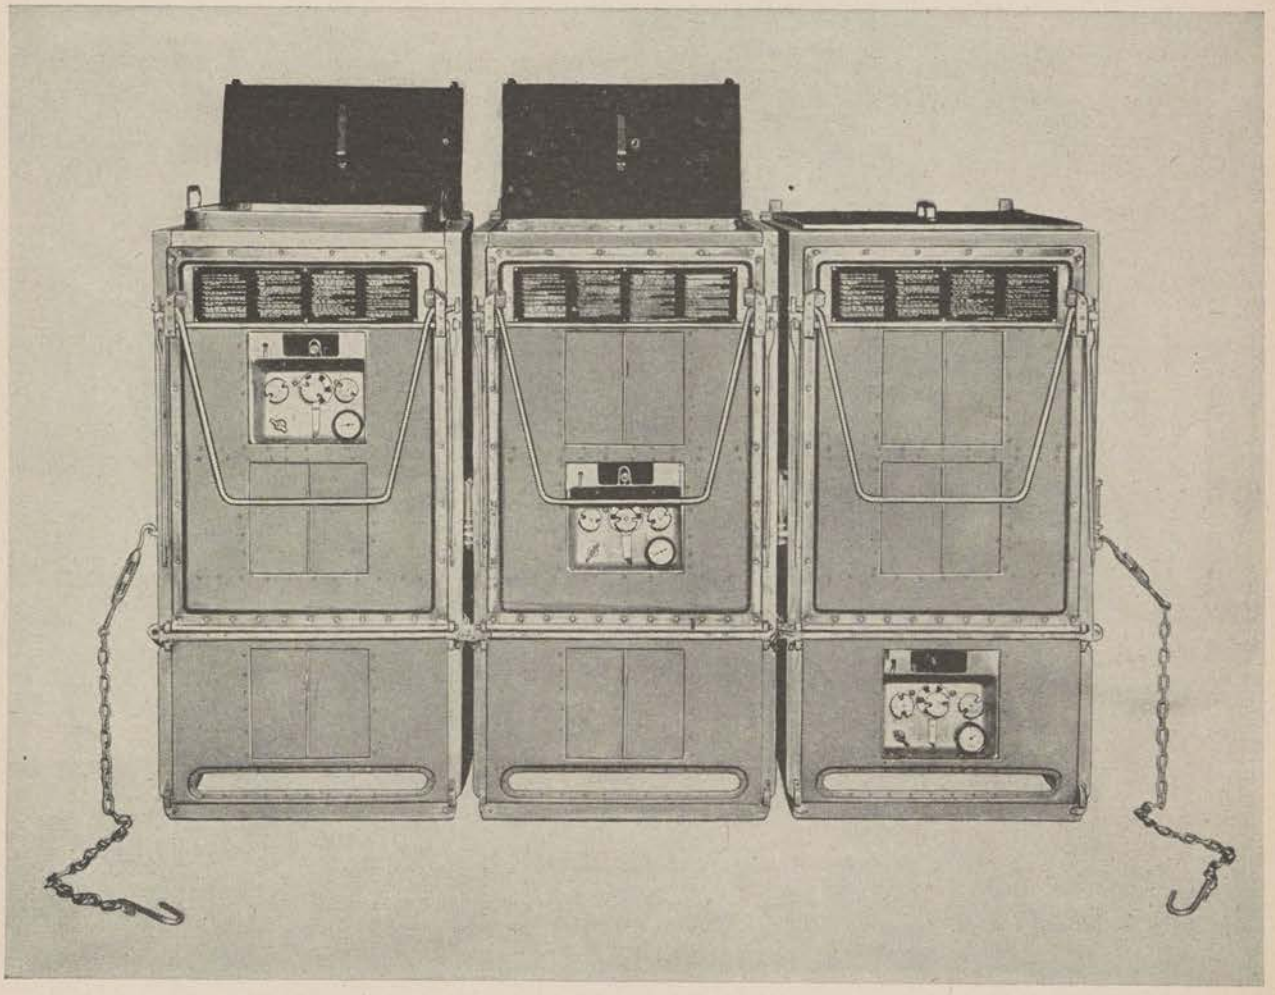

Figure 31. Range field, M1937 (65–J–2227) (3-cabinet unit with fire units in three possible positions).
a 3-unit range (stock No. 65–J–2227). (See fig. 31.)
b. The M1937 fire unit is a separate piece of equipment and may be used in any one of three positions in the cabinet, depending on the type of cooking to be done. (See fig. 31.) The slide doors in front of the fire unit must always be open when the unit is in use. It also may be operated outside of the cabinet. Gasoline is carried in a 5-gallon can. In addition, a folding grate (see fig. 32) is carried at the bottom of the range to be used when a wood fire is necessary.